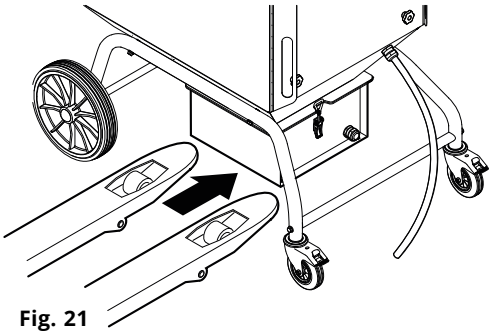

Fig. 21
1. Poussez un transpalette approprié sous le récepteur à poussières, voir la **Fig. 21**.